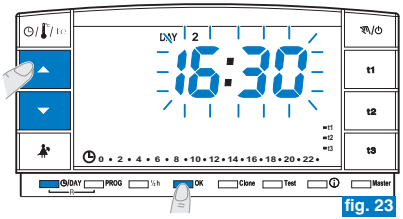

fig. 23
- Modificar la hora y los minutos (si es necesario) utilizando las teclas ▲▼ (fig. 23).